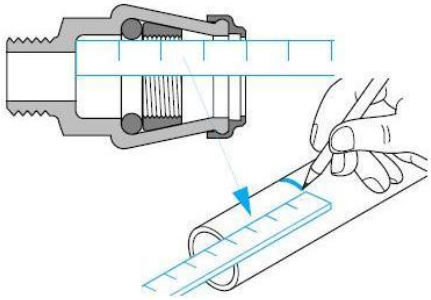

Figure 2
2. Marquer la profondeur d'emboitement sur le tube (voir figure 2)